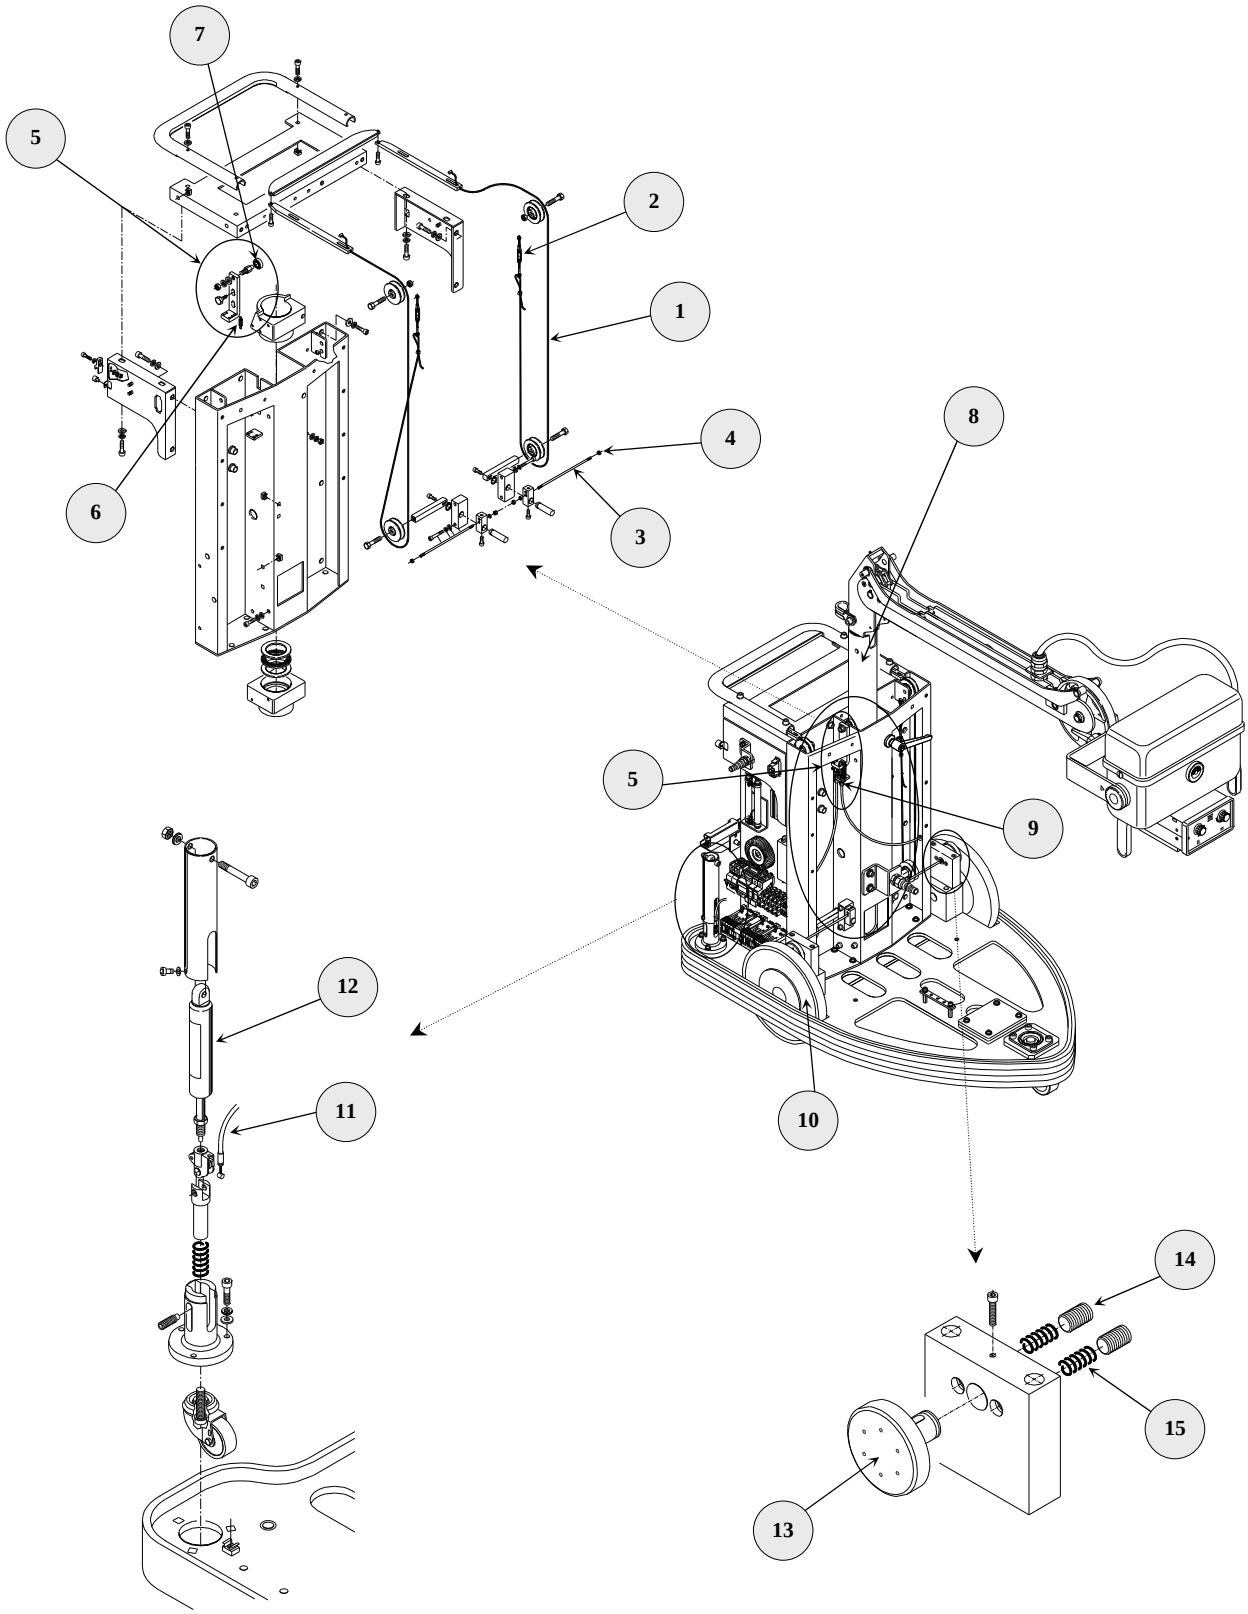

FIGURE 7 - EXPLODED VIEW OF MACHINE
2.3.1 PARKING BRAKE (SEE FIGURE 7)
2.3.2 ANTI-TILTING SYSTEM (SEE FIGURE 7)